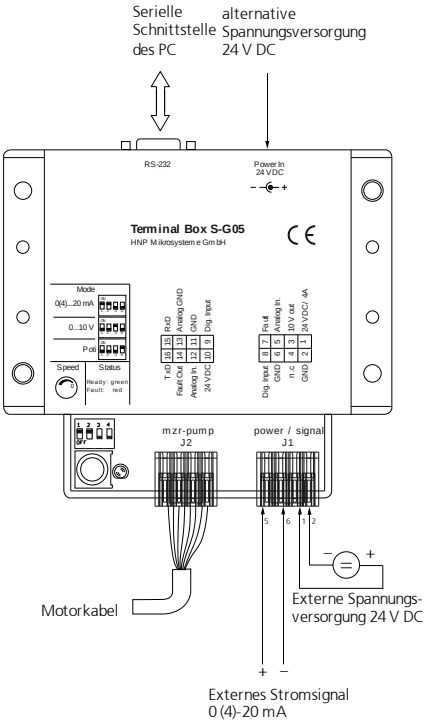

Bild 16 Betrieb über externes Stromsignal 0 (4)-20 mA
4. Schließen Sie das externe Stromsignal an die Anschlussbuchse J1 Klemme »AnalogIn« und »GND« an das S-G05 an. (siehe Bild 16)